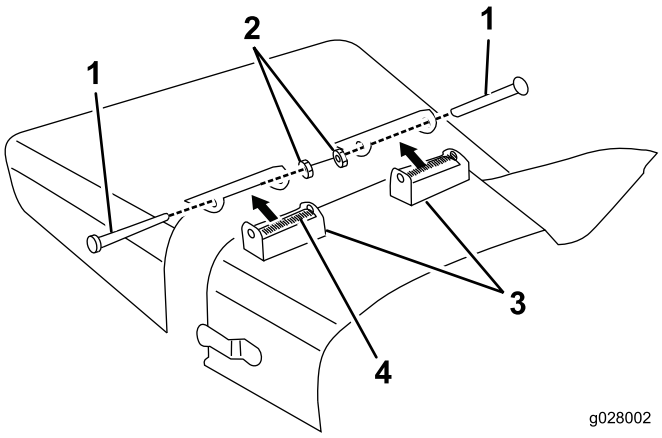

Bild 5
1. Entfernen Sie die Kopfschrauben, Sicherungsmuttern und Federn, mit denen das Ablenkblech an den Schwenkhalterungen befestigt ist (Bild 5).
2. Entfernen Sie die Schlossschrauben und Bundmuttern, mit denen die Halterungen am Gehäuse befestigt sind (Bild 5).